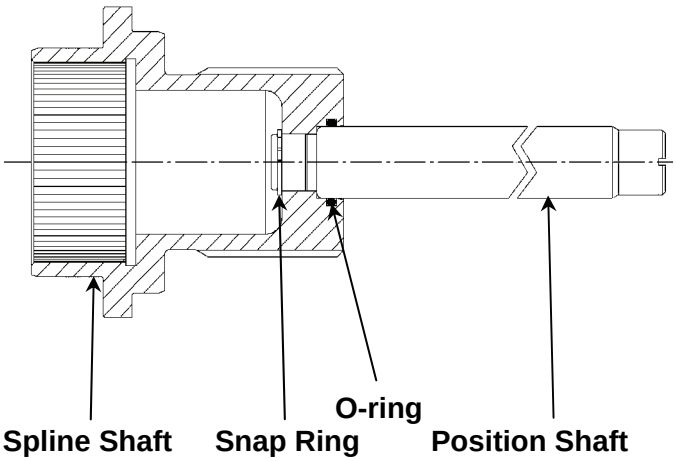

**Figure 40: Spline Shaft Assembly**
1. Insert lubricated O-ring in the groove inside the small end of the spline shaft, Figure 40.